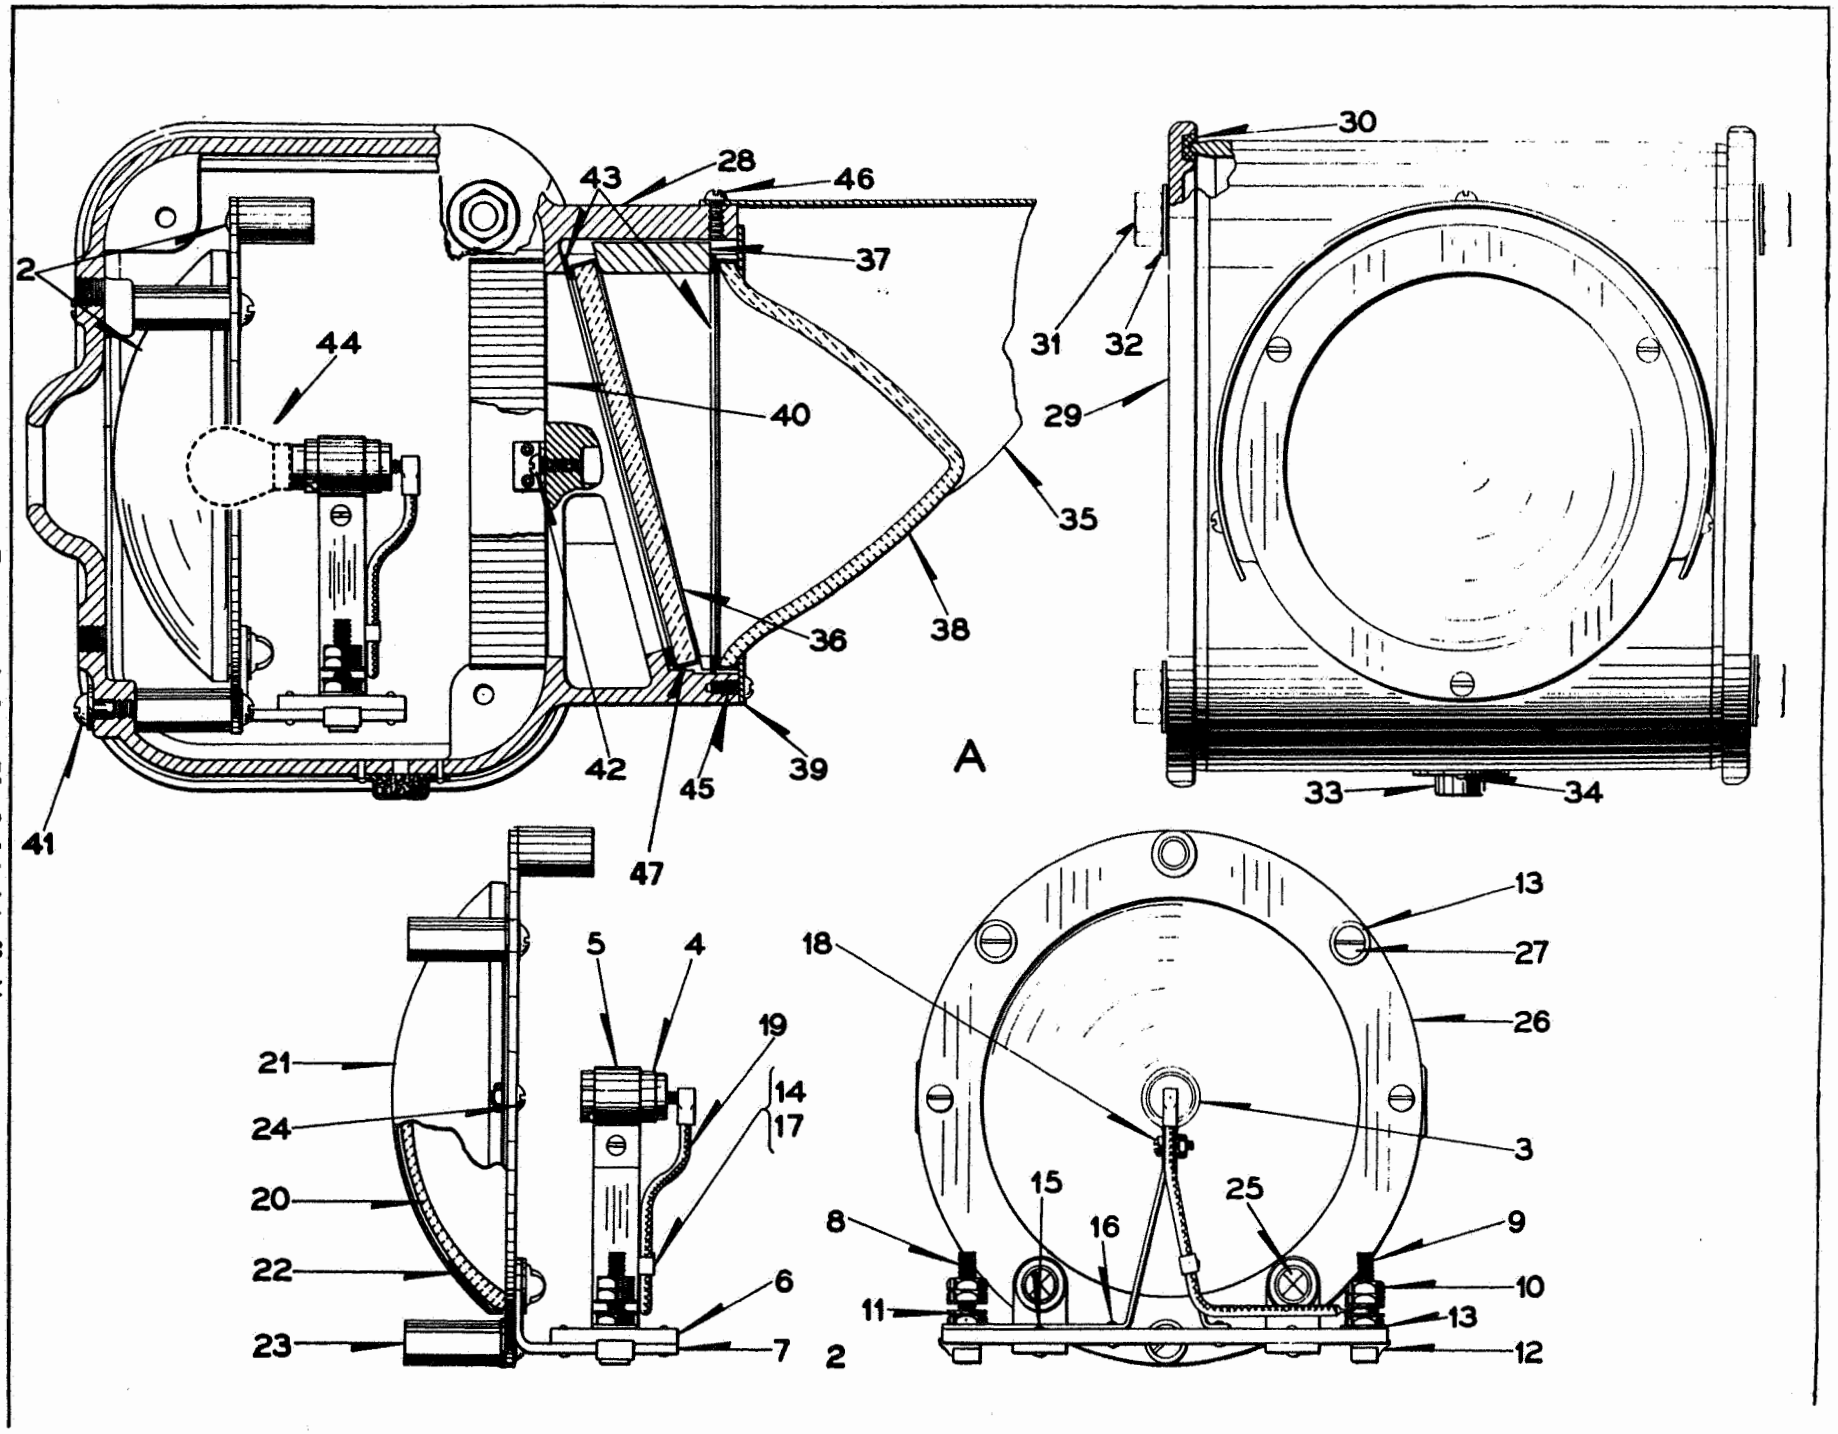

Figure A-2. PL-3 Light Unit
A.1.1 Lamp Units N223641 (Yellow) (see Figure A-2 for parts location)
A.1.1.1 Reflector Unit N187898 (see Figure A-2 for parts location)
A.1.1.2 Lamp Unit Case N107386 (See Figure A-2 for parts location)